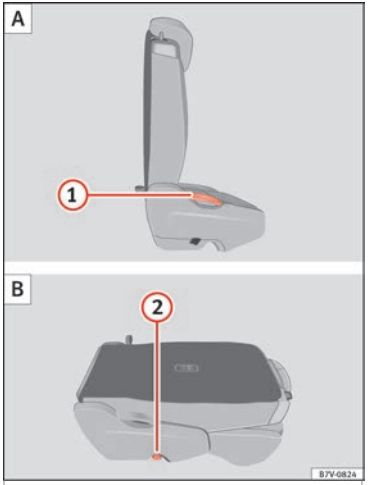

Afb. 162 Tweede zitrij: achterbank A, achterbank als laadoppervlak neerklappen B.
- Trek de hendel ››› afb. 162 (1) omhoog en klap de rugleuning naar voren neer. De volledige zitting wordt naar voren geklapt ››› ⚠.
- Duw de neergeklapte rugleuning naar voren tot deze in de stand van het laadoppervlak vastklikt ››› afb. 162 **B**.
- Trek de hendel ››› afb. 162 (1) omhoog en zet de rugleuning in de verticale stand. De volledige stoel wordt naar achteren geklapt.